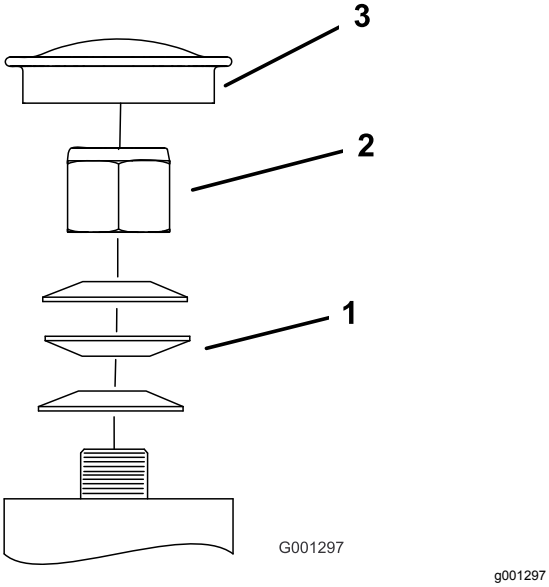

Figur 52
3. Fjern støvhætten fra styrehjulet, og spænd låsemøtrikken (Figur 52).
4. Spænd låsemøtrikken, indtil fjederskiverne er flade, og skru derefter 1/4 omgang ud for at indstille forspændingen på lejerne korrekt (Figur 52).
Vigtigt: **Sørg for, at fjederskiverne monteres korrekt som vist i Figur 52.**
5. Monter støvdækslet (Figur 52).